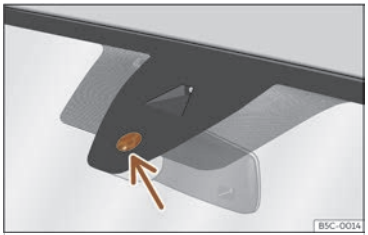

**Fig. 100** Sensitive surface of the rain sensor.
The possible causes of anomalies and erroneous interpretations *in the sensitive surface area* >>> **Fig. 100** of the rain sensor are, among others:
- **Dirt**: dry dust, wax, coating on glass (Lotus effect) or traces of detergent (car wash) may reduce the effectiveness of the rain sensor or make it react more slowly, later or not at all. Regularly clean the sensitive surface of the rain sensor >>> **Fig. 100** (arrow) and check for possible damage to the wiper blades.